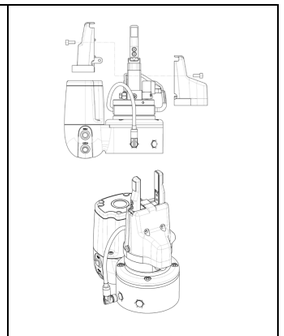

**Figure 2**
- Montez le couvercle comme indiqué sur la **Figure 2**, en prenant soin de ne pas coincer le câble.